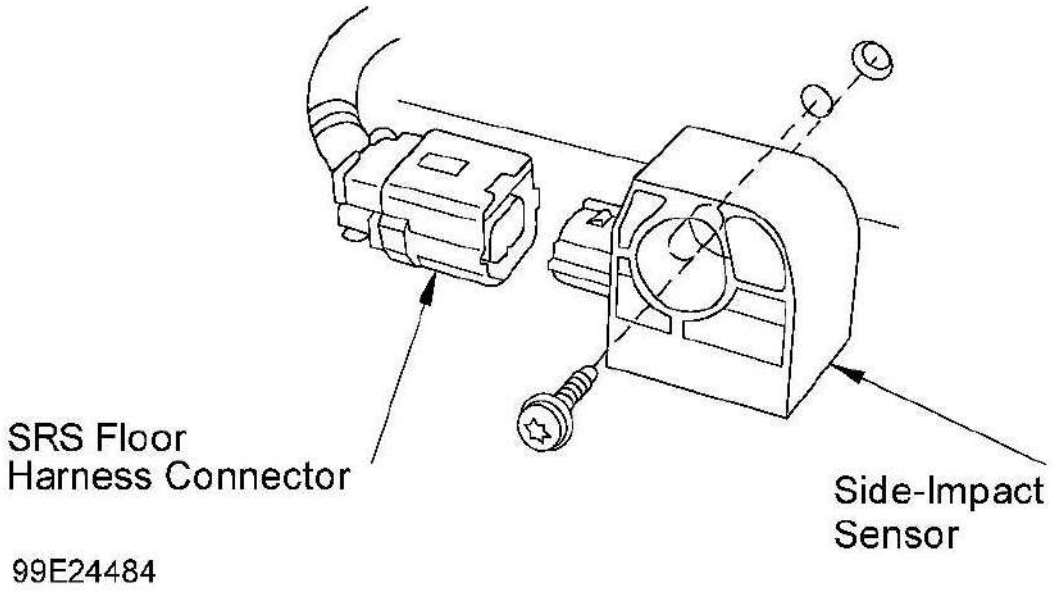

Fig. 16: Removing Side-impact Sensor
1. Before proceeding, see **AIR BAG SAFETY PRECAUTIONS** . Disable air bag system. See **DISABLING SYSTEM** under DISABLING & ACTIVATING AIR BAG SYSTEM. Remove seat assembly and lower B-pillar trim panel. Turn up carpet and disconnect SRS floor harness connector from side-impact sensor. Using T30 Torx bit, remove side-impact sensor mounting bolt. See **Fig. 16** . Remove side-impact sensor.